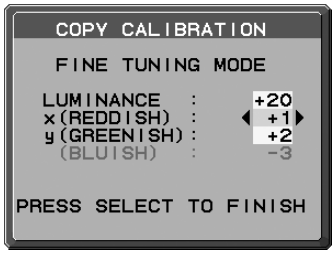

**Рисунок C.6**
10. Когда появится сообщение FINE TUNING MODE (РЕЖИМ ТОЧНОЙ РЕГУЛИРОВКИ) (**Рисунок C.6**), нажмите кнопку SELECT, если результат копирования удовлетворителен. Если результат копирования неудовлетворителен, вручную точно настройте белую точку, используя клавиши «ВЛЕВО» и «ВПРАВО», и нажмите кнопку SELECT.